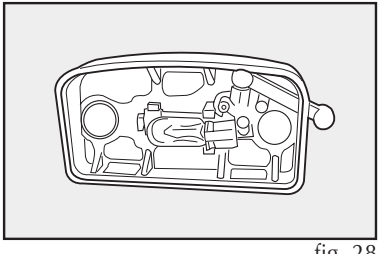

fig. 28
- quite y sustituya la lámpara cilíndrica **fig. 28**.